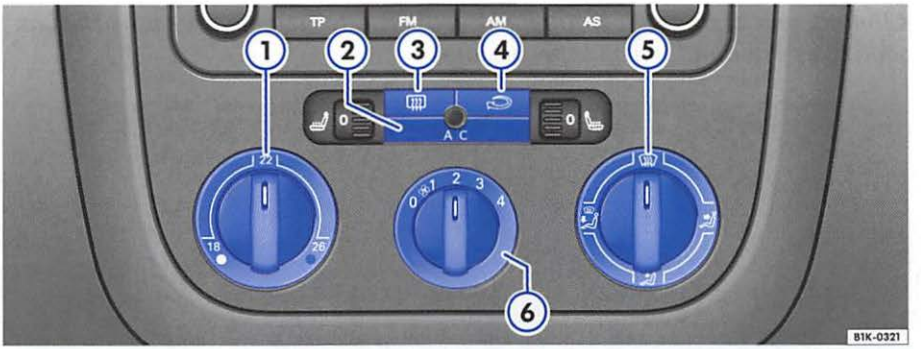

Fig. 73 In the center console: Climatic controls
– Using the controls ⇒ fig. 73 ①, ⑤ and ⑥ you can set the temperature, air distribution and the fan speed.
– To switch a function on or off, press the appropriate button ② to ④. When a function is switched on a light in the button comes on.
① Temperature ⇒ page 76
② AC button – switch on / off air conditioning. When the indicator light in the button comes on, this means the air conditioning is switched on. When the indicator light in the button go out, the air conditiong switches off to save fuel. At low outside temperatures and with the air conditioning switched off, heating performance will be less after the engine is started.
③ Button rear window defogger with engine running– The rear window defogger switches off automatically approximately *10 minutes* after it is switched on. It can also be switched off by pushing the switch again.
④ Button – air recirculation mode ⇒ page 77
⑤ Air distribution control: Use the air distribution control to guide the air flow where you want it ⇒ page 76.
⑥ Fan – The fan has four different speeds. The fan should always be set at the lowest speed when driving slowly. The fan should always run at the lowest speed if outside air quality permits.